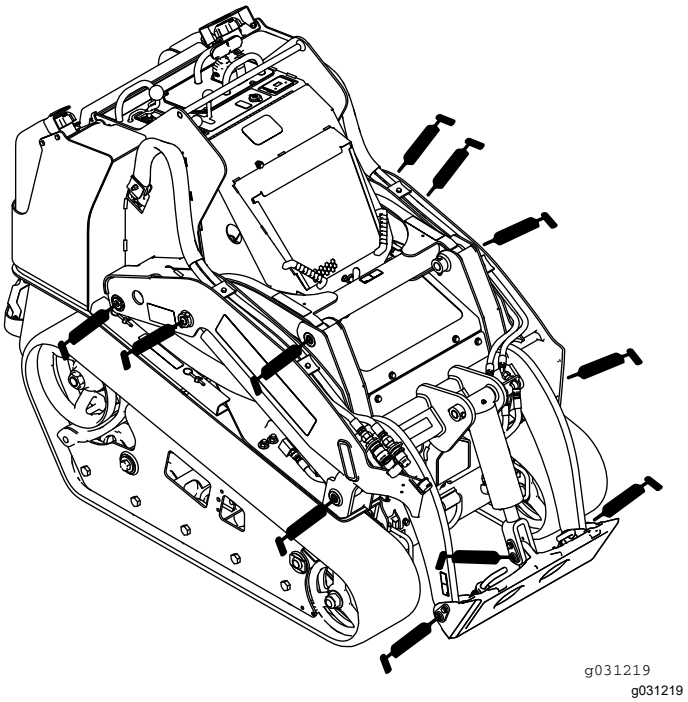
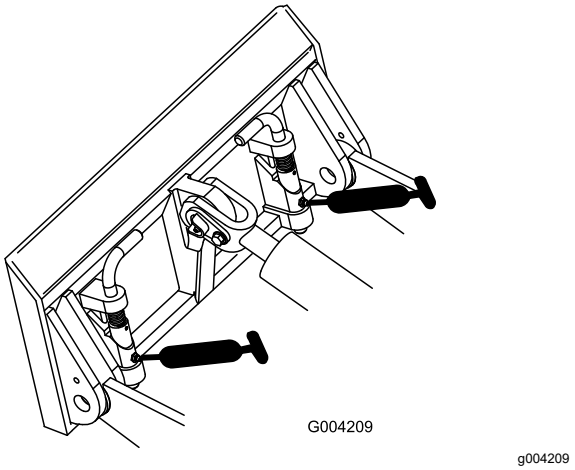
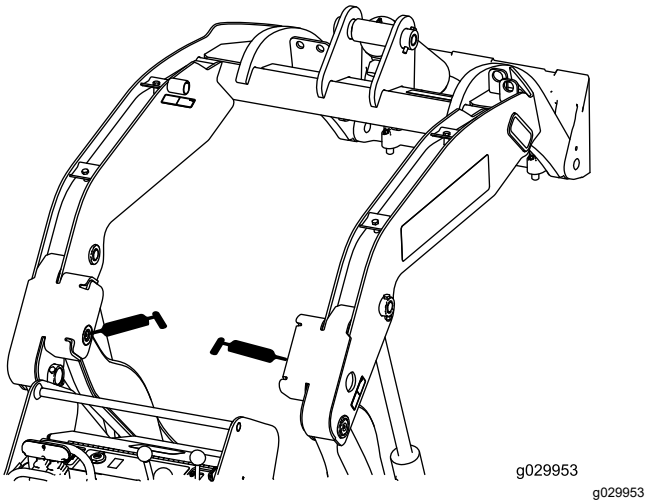

**Figura 38**
**Figura 39**
**Figura 40**
4. Conecte una pistola de engrasar a cada punto de engrase (Figura 38, Figura 39, y Figura 40).
**Nota:** Eleve los brazos de carga antes de aplicar grasa a los engrasadores indicados en Figura 40.